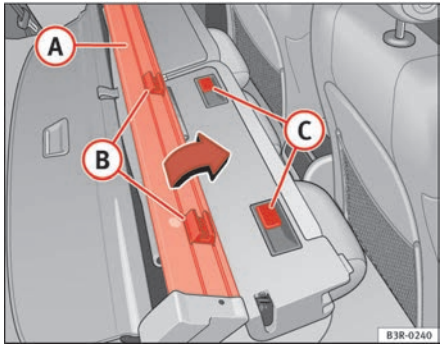

Fig. 123 Installing luggage compartment cover / partition grille
– Fit the partition grille (A) on the backrest so that the retainers (B) are located next to the retaining rails (C) ⇒ fig. 123.